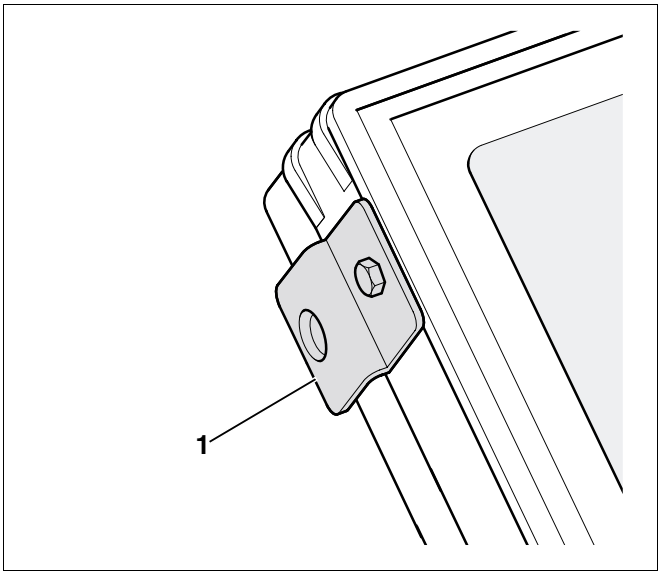

Afb. 55 Transportbeveiliging
- Laat de overige transportbeveiligingen (afb. 55, **pos. 1**) aan de linker collectorzijde nog op de collector!